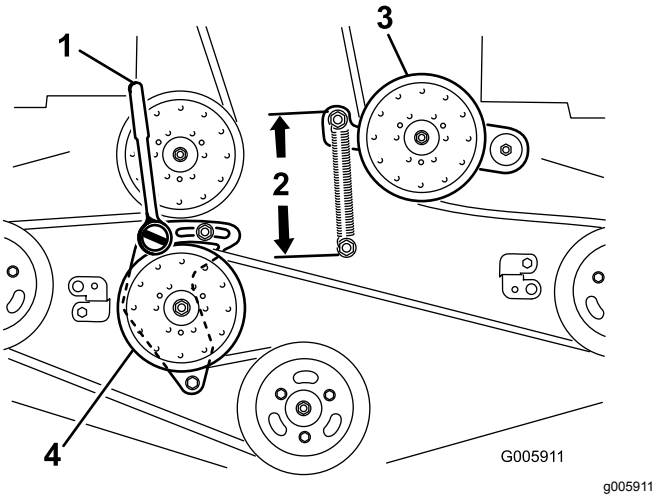

Figur 69
6. Lossa den fasta mellandrevsarmen och justera den för att minska remspänningen (Figur 69).
9. Sätt i en spärrhake med kort förlängning eller en stång i det fyrkantiga hålet på den fasta mellandrevsarmen (Figur 69).
11. Öka remspänningen genom att vrida spärrhaken eller stången moturs så att den fasta mellandrevsarmen flyttas tills det är ett avstånd på 16,5 cm mellan fjäderkrokarna (Figur 69).